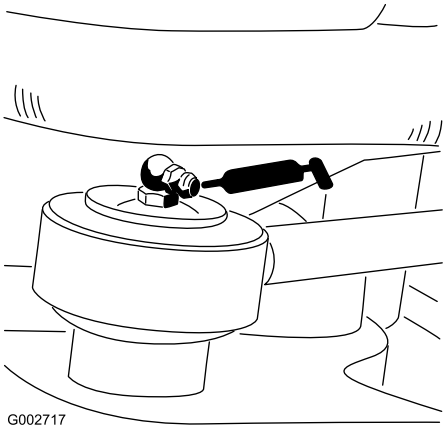

**Figur 24**
- Styretøjsstangenden (1) (kun model 08705) (Figur 24)